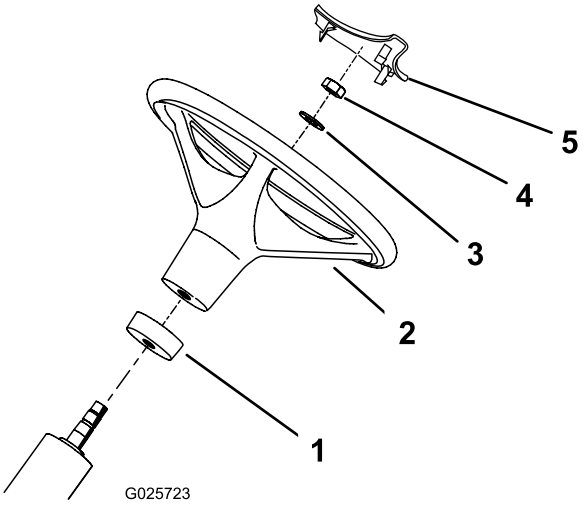

Figur 2
2. Trä på skumstoppringen med den smala änden först på styraxeln (Figur 2).
3. Trä på ratten på styraxeln (Figur 2).
4. Fäst ratten vid styraxeln med en bricka och en låsmutter (Figur 2). Dra åt låsmuttern till 27–35 Nm.
5. Montera rattkåpan på ratten (Figur 2).